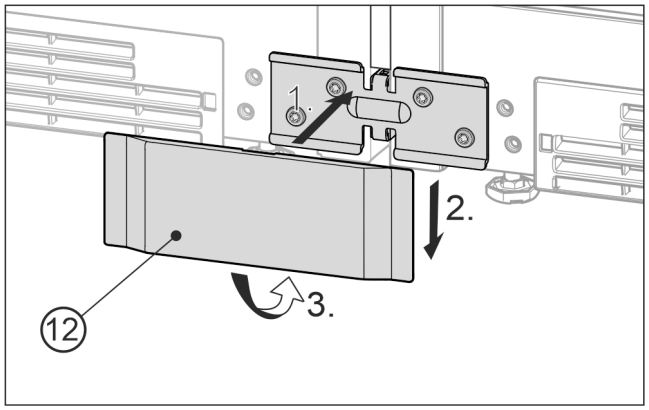

Fig. 25 Zobrazení příkladu
- ▶ Dolní kryt *Fig. 25 (12)* nasaďte zpředu na úhelník *Fig. 25 (1)*, zasuňte dolů *Fig. 25 (2)* a dole zatlačte do západek *Fig. 25 (3)*.